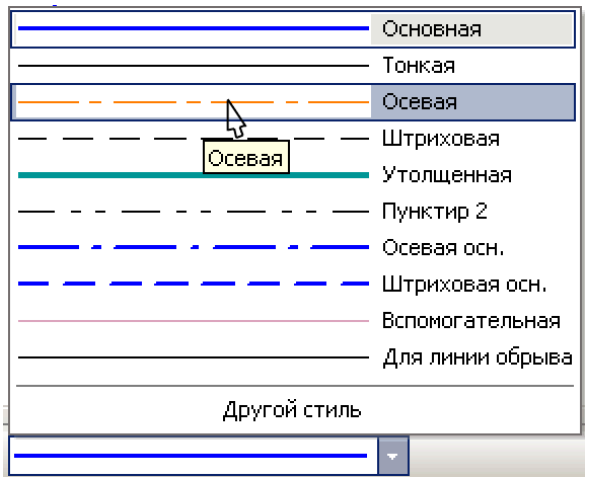

Рис. 3.2. Окно выбора текущего стиля линии
1.9. В Панели свойств команды **Отрезок** выберите из списка стиль линии **Осевая** (рис. 3.2).